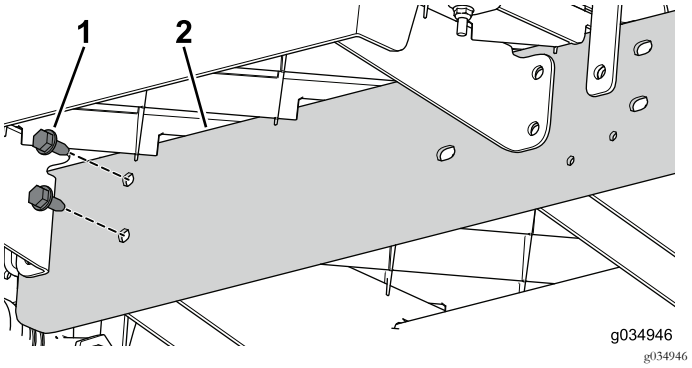

Bild 26
6. Befestigen Sie die Verlängerungsschiene mit den zwei Schrauben (5/16" x ¾") lose am mittleren Kanal am vorderen Abschnitt der Maschine (Bild 26).